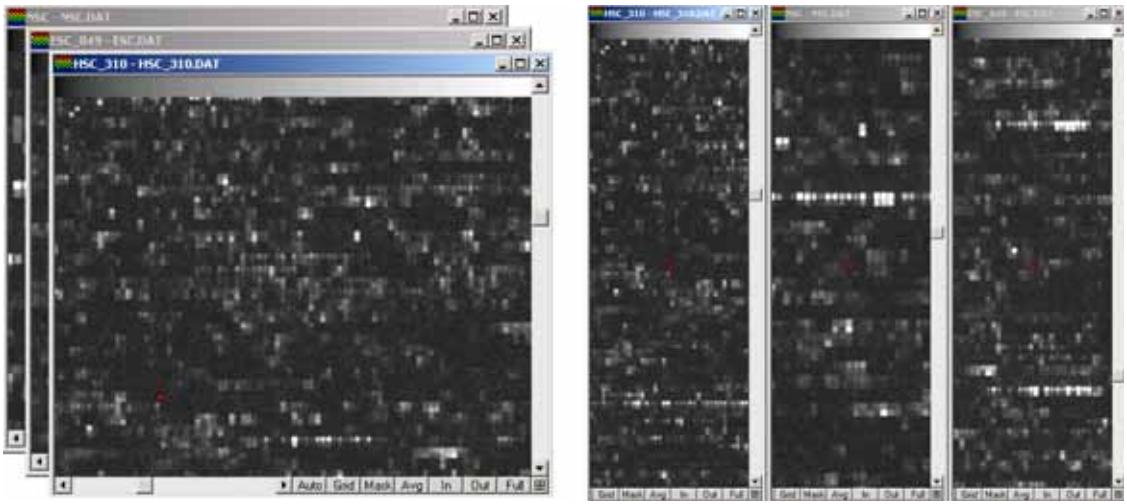

Figure 9.2
2. Select **Window →Cascade** from the menu bar to display an overlapping cascade of the open Image windows. Select **Window →Tile** to display the open Image windows side by side **(Figure 9.2)**.